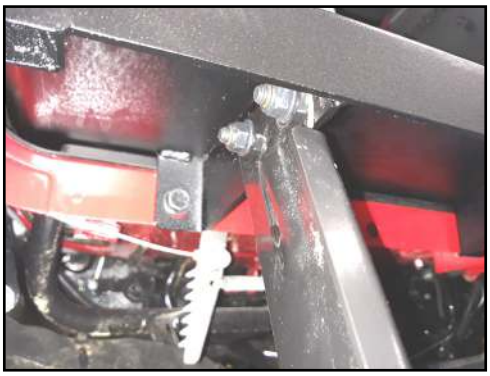

Fig. 18.1 (Install Left Floorboard Step)
18.1 Install a floorboard step onto the brackets below the left side frame floorboard. See Figure 18.1. Tighten hardware.